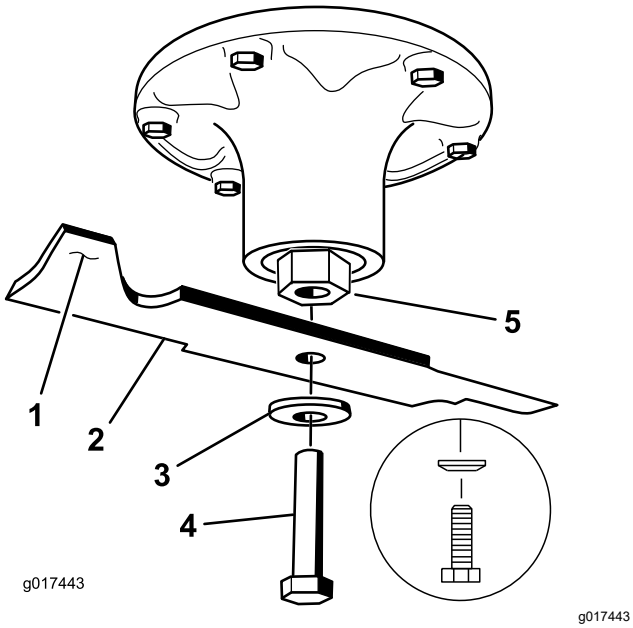

Figure 78
2. Enlevez de l'axe, le boulon, la rondelle courbe et la lame (Figure 78).
1. Placez la lame sur l'axe (Figure 78).
2. Montez la rondelle bombée et le boulon de la lame (Figure 78).